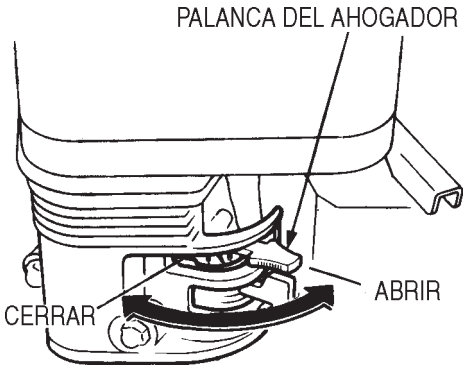

Figura 11. Palanca del ahogador
3. Coloque la ***palanca del ahogador*** (Figura 11) a la posición de "OPEN" ("ABIERTO").
6. Si el motor ya ha arrancado, suavemente regrese la palanca del ahogador (Figura 11) ala posición ***CERRADO***. Si el motor no ha arrancado, repita los pasos del 1 al 5.